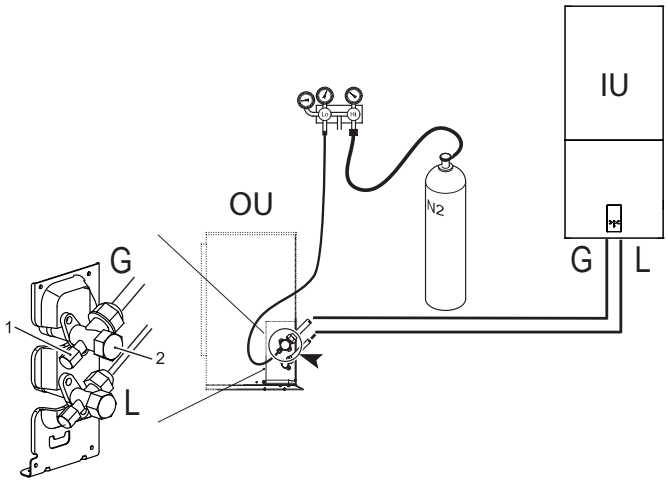

rys. 14 - Badanie szczelności powietrza i wykrywanie nieszczelności
- Przy całkowicie zamkniętych kurkach jednostki zewnętrznej, zdjąć zatyczkę kurka serwisowego (część 1 - rys. 14) i złączkę (część 2 - rys. 14) zaworu gazowego (tę większą)